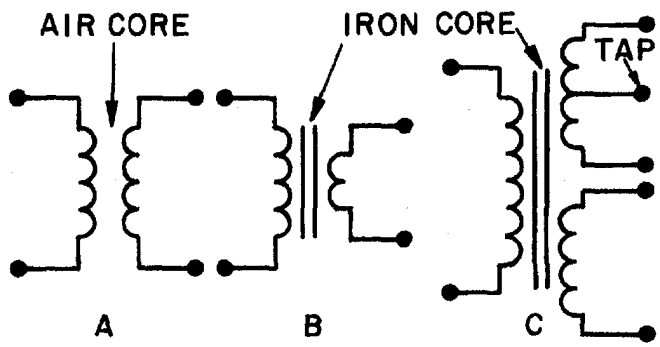

Figure 5-7.—Schematic symbols for various types of transformers.
Figure 5-7 shows typical schematic symbols for transformers. The symbol for an air-core transformer is shown in figure 5-7(A). Parts (B) and (C) show iron-core transformers. The bars between the coils are used to indicate an iron core. Frequently, additional connections are made to the transformer windings at points other than the ends of the windings. These additional connections are called TAPS. When a tap is connected to the center of the winding, it is called a CENTER TAP. Figure 5-7(C) shows the schematic representation of a center-tapped iron-core transformer.